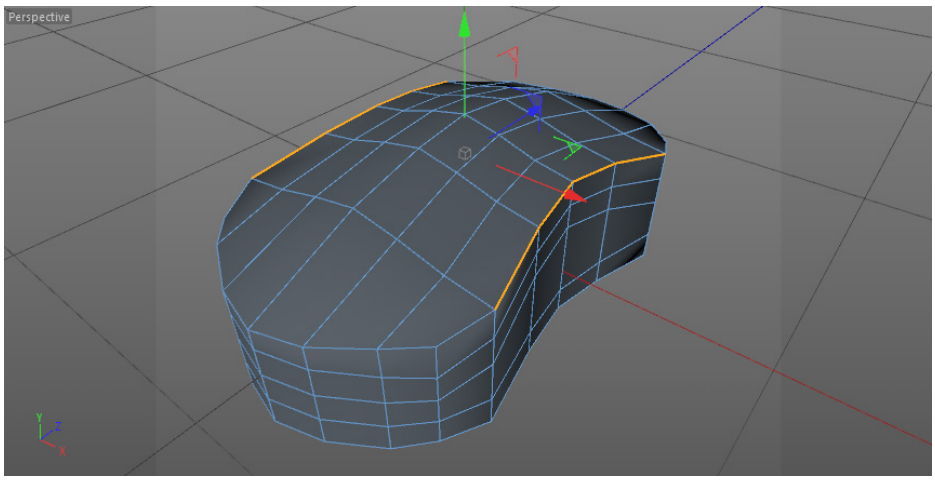

Figure 3-40 *The selected edges in the Perspective viewport*
28. Select the edges of *Computer mouse* in the Top viewport using the 9 and SHIFT keys, as shown in Figure 3-40.